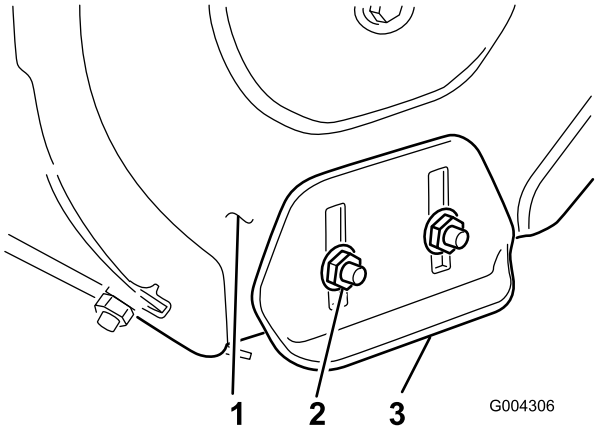

Figur 27
3. Løsne de fire flensmutrene som holder begge støtteplatene til spiralbladets sideplater, (Figur 27) helt til støtteplatene lett kan skyves opp og ned.
8. Stram de fire flensmutrene som fester begge støtteplatene til spiralbladets sideplater (Figur 27).